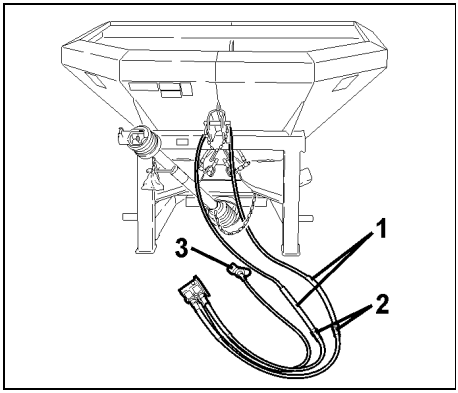

Rys. 72
- Zdemontować istniejące przewody bloku zaworów (Rys. 72/1).
- Przewody hydrauliczne (Rys. 72/2) zespołu dwudrożnego przyłączyć do przewodów hydraulicznych (Rys. 72/1).
- Na przewodzie przyłączeniowym zamontować kołpak ochronny (Rys. 72/3).